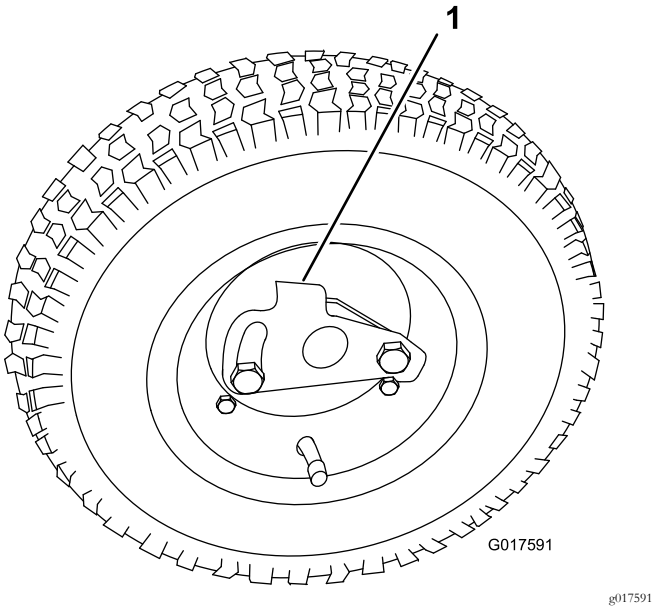

**Figur 8**
1. Skub hjulet over på akslen (Figur 8).
2. Drej hjulets låseclips væk fra hjulets midte, så det kan glide længere ind på akslen (Figur 8).